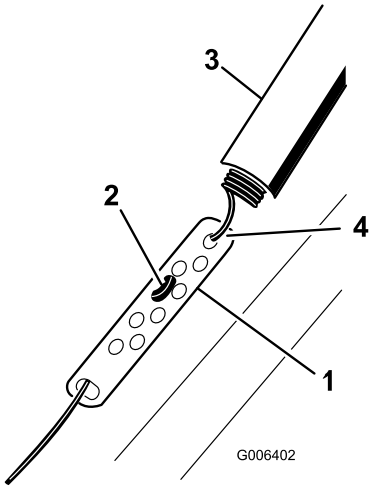

Figur 22
1. Skjut upp fjäderkåpan och haka loss fjädern från justerlänken (Figur 22).